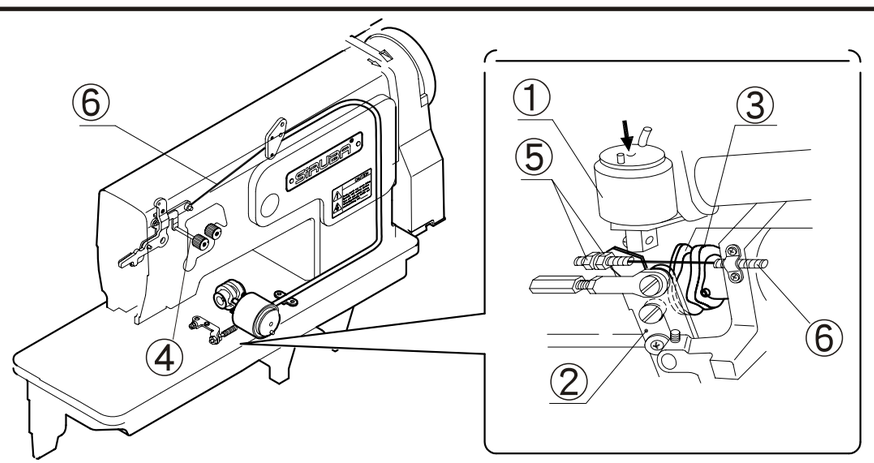

Fig. 16
3. Si el hilo superior cae del ojal de la aguja después del rebordeado. O la abrazadera de hilo se mantiene abierta, por favor procesada con los siguientes procedimientos. (Fig. 16)